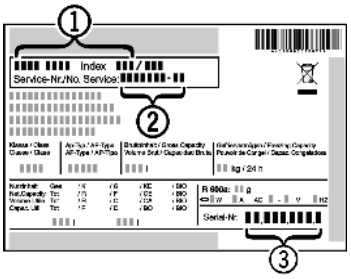

Fig. 24
▶ Gerätebezeichnung *Fig. 24 (1)*, Service-Nr. *Fig. 24 (2)* und Serial-Nr. *Fig. 24 (3)* vom Typenschild ablesen. Das Typenschild befindet sich an der linken Geräteinnenseite.
▶ Den Kundendienst benachrichtigen und den Fehler, Gerätebezeichnung *Fig. 24 (1)*, Service-Nr. *Fig. 24 (2)* und Serial-Nr. *Fig. 24 (3)* mitteilen.